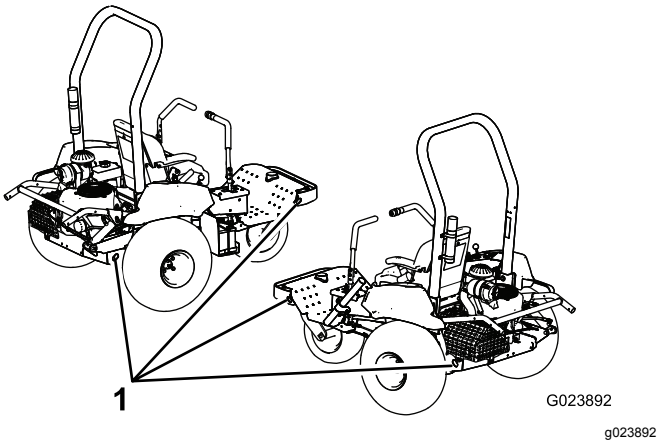

Figur 30
5. Brug maskinens bindepunkter (Figur 30) til at fastgøre maskinen på transportkøretøjet med stropper, kæder, kabler eller reb.